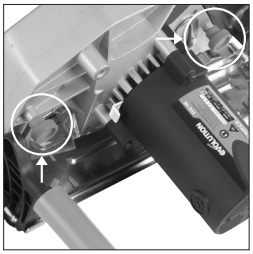

Fig. 10
- Desserrez les deux écrous moletés du collecteur. **(Fig. 10)**